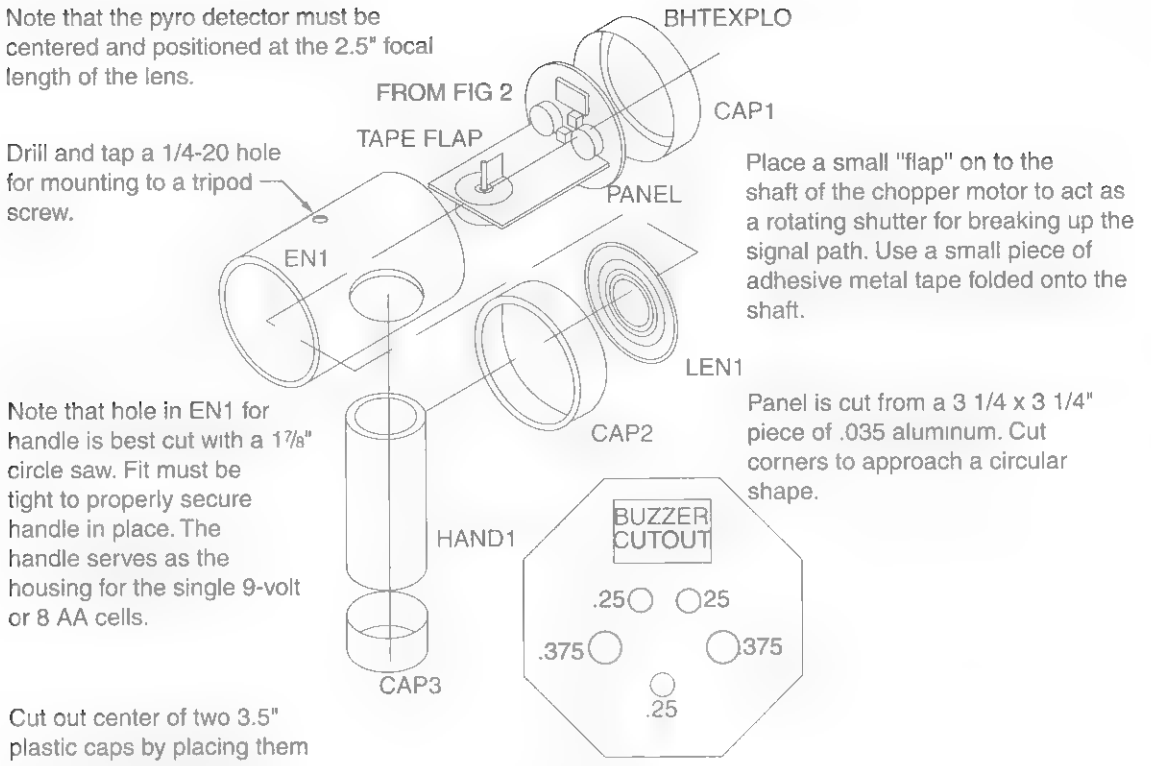

Figure 37-6 *Final housing setup*
14. Create the panel, as shown in Figure 37-6. Attach it to the PC board via the two pots and the jack. The panel and PC board should be flush to one another. Attach the remaining J2 and LED1 to the panel. Note to use a bushing for the LED.
15. Create the shutter flap (FLAP), as directed in Figure 37-6.
CAP1, 2	Two 3 ½-inch plastic caps, as shown in Figure 37-6